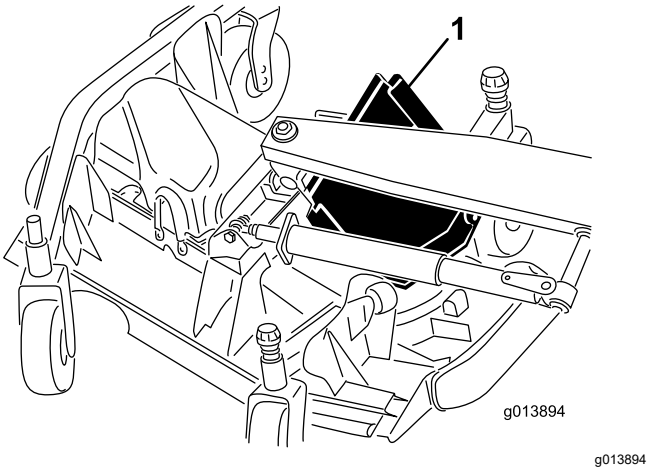

Figura 79
6. Levante el borde delantero y guíelo entre el brazo de elevación y el rodillo para retirarlo (Figura 79).